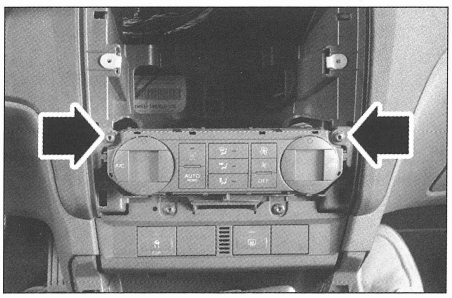

FIG. 37
- los dos tornillos **(fig. 37)**.